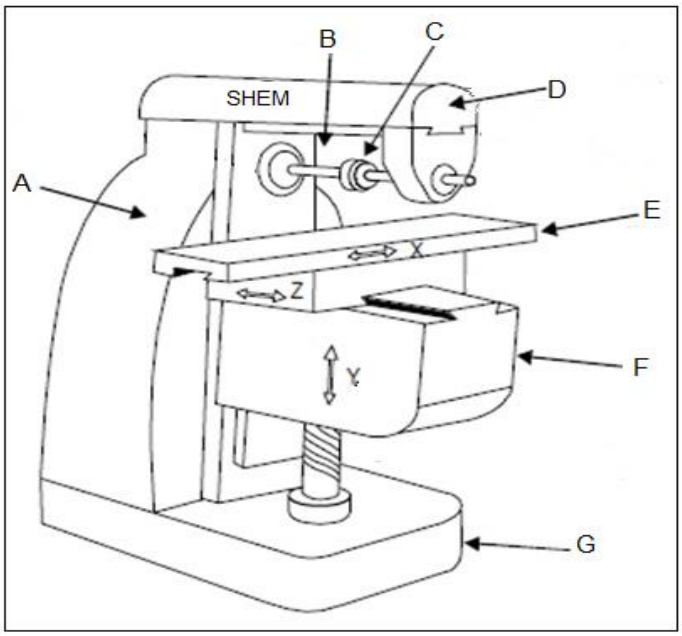

FIGURE 3
4.1 FIGURE 3 shows a milling machine.
4.1.2 Refer to FIGURE 3.